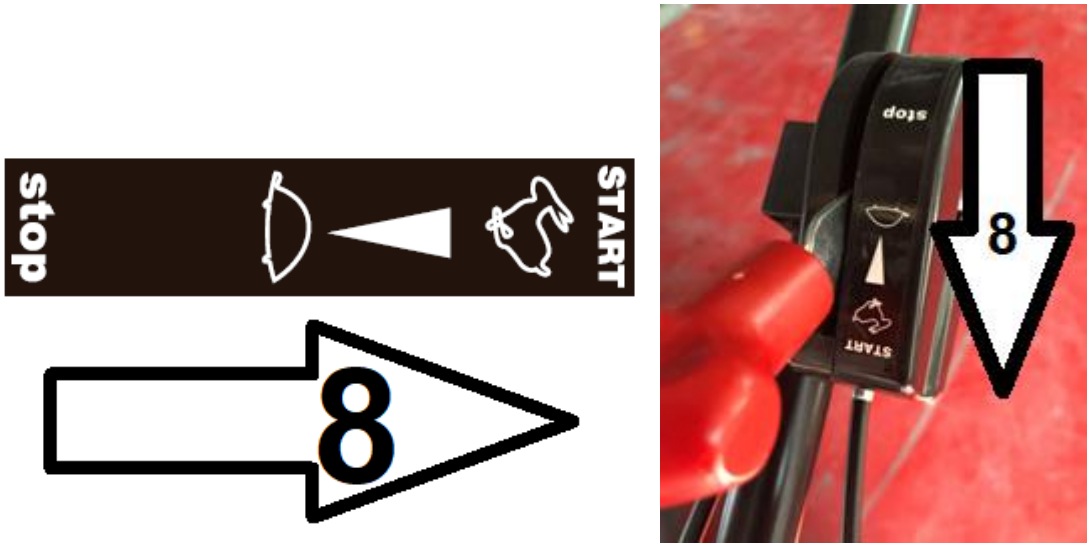

Rys. 8
2. Manetkę gazu ustaw w pozycji START jak na Rys. 8.